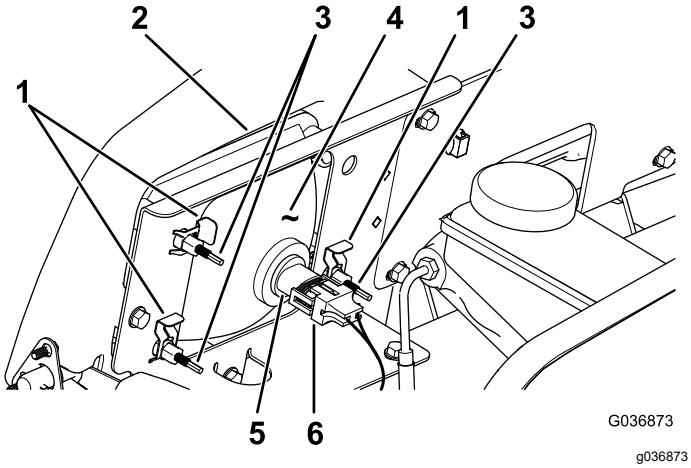

**Figuur 52**
3. Koppel de elektrische aansluiting voor de kabelboom los van de aansluiting van de lamp (Figuur 52).
4. Verwijder de snelklemmen waarmee de koplamp aan de koplampbeugel is bevestigd (Figuur 52).
5. Verwijder de koplamp door deze naar voren door de opening in de voorbumper te trekken (Figuur 52).
6. Monteer de nieuwe koplamp via de opening in de bumper (Figuur 52).
8. Koppel de elektrische aansluiting voor de kabelboom aan op de aansluiting van de lamp (Figuur 52).
2. Draai achteraan de koplamp de stelschroeven (Figuur 52) om de koplamp te draaien en de straal te richten.